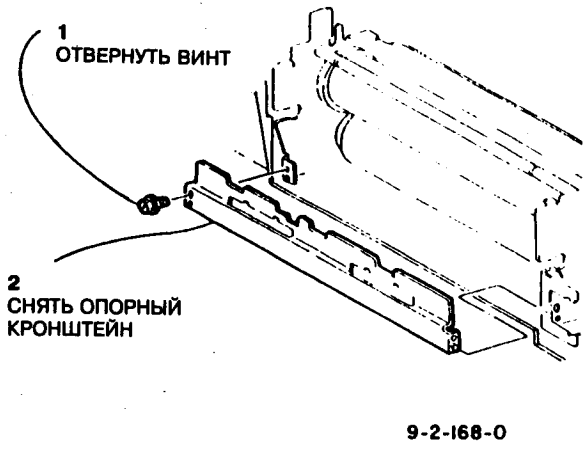

Рис.3 Снятие опорного кронштейна
8. Снять опорный кронштейн (рис.3)